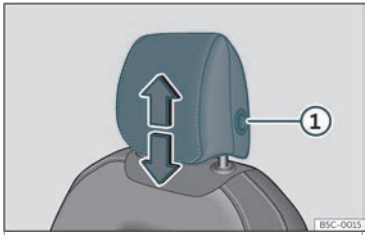
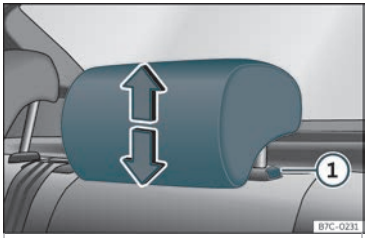

Abb. 97 Vordersitz: Kopfstützeneinstellung.
Abb. 98 Kopfstützen hinten: Kopfstützeneinstellung.
• Fassen Sie die Kopfstütze seitlich mit beiden Händen und schieben Sie sie nach oben bis sie in der gewünschten Position einrastet. Zum Absenken gehen Sie auf der gleiche Weise vor und drücken Sie gleichzeitig die seitliche Taste ①››› **Abb. 97** ››› **Abb. 98** .
• Seitliche Taste drücken››› **Abb. 97** ① und Kopfstütze herausziehen.